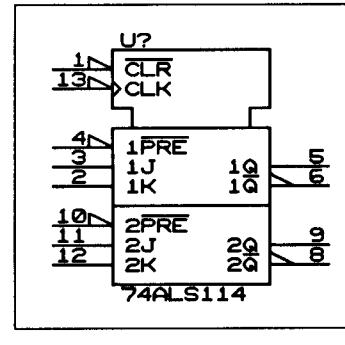

Figure 22-13. The 74ALS114 IEEE part.
- You have more freedom when drawing the vector components. In particular, some components must be placed outside the part body. For example, an input ACTIVE_LOW must be placed to the left of the part body, as shown by pins 1, 4, 10, and 13 in figure 22-13. Inputs placed to the left of the part body have a negative X offset in the vector definition. See figure 22-12.
IEEE symbols usually have a rectangular outline. They often consist of a control section on top of a main signal section. There are usually indentations in the outline near the bottom of the control section. Normally the indentations are 0.1 inch high. Figure 22-13 shows an example.